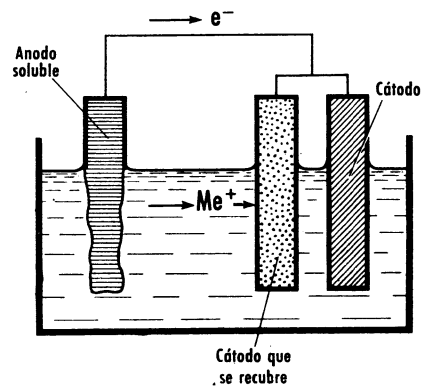

FIG. 115
a) Recubrimiento de los metales, especialmente hierro, por métodos electrolíticos con otro metal menos atacable, ejemplo el niquelado, cromado o bien zincado (galvanizado), o estañado (hojalata) (fig. 115).